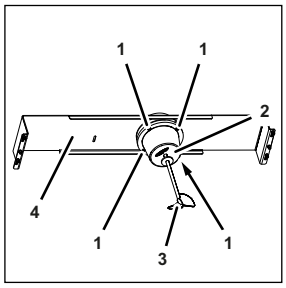

Fig. 33
5. Remove the agitator blade (Fig. 33/3) from the agitator motor (Fig. 33/2).
6. Remove the fastening bolt (Fig. 33/1) from the agitator motor (Fig. 33/2).
7. Attach the new agitator motor (Fig. 33/2) to the agitator motor mount (Fig. 33/4) using the fastening bolts (Fig. 33/1).
8. Apply Loctite to the agitator blade (Fig. 33/3).
9. Attach the agitator blade (Fig. 33/3) to the new agitator motor (Fig. 33/2).